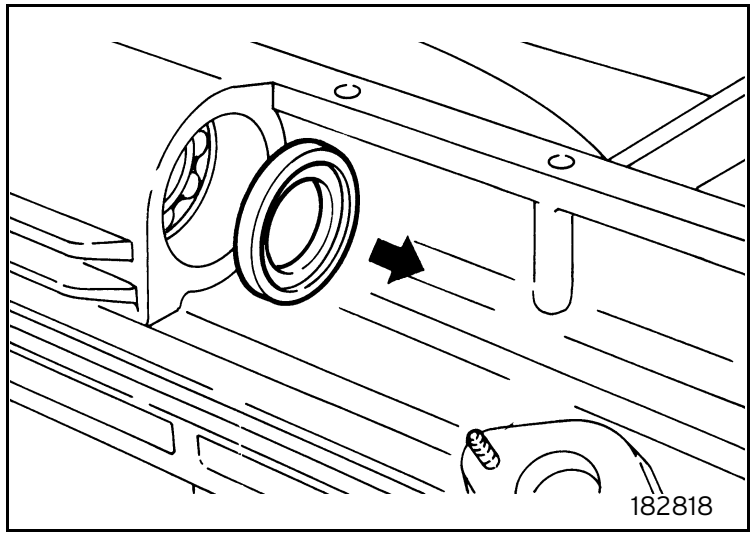

Fig. 18
- Remove the drive input shaft seal (figure 18).